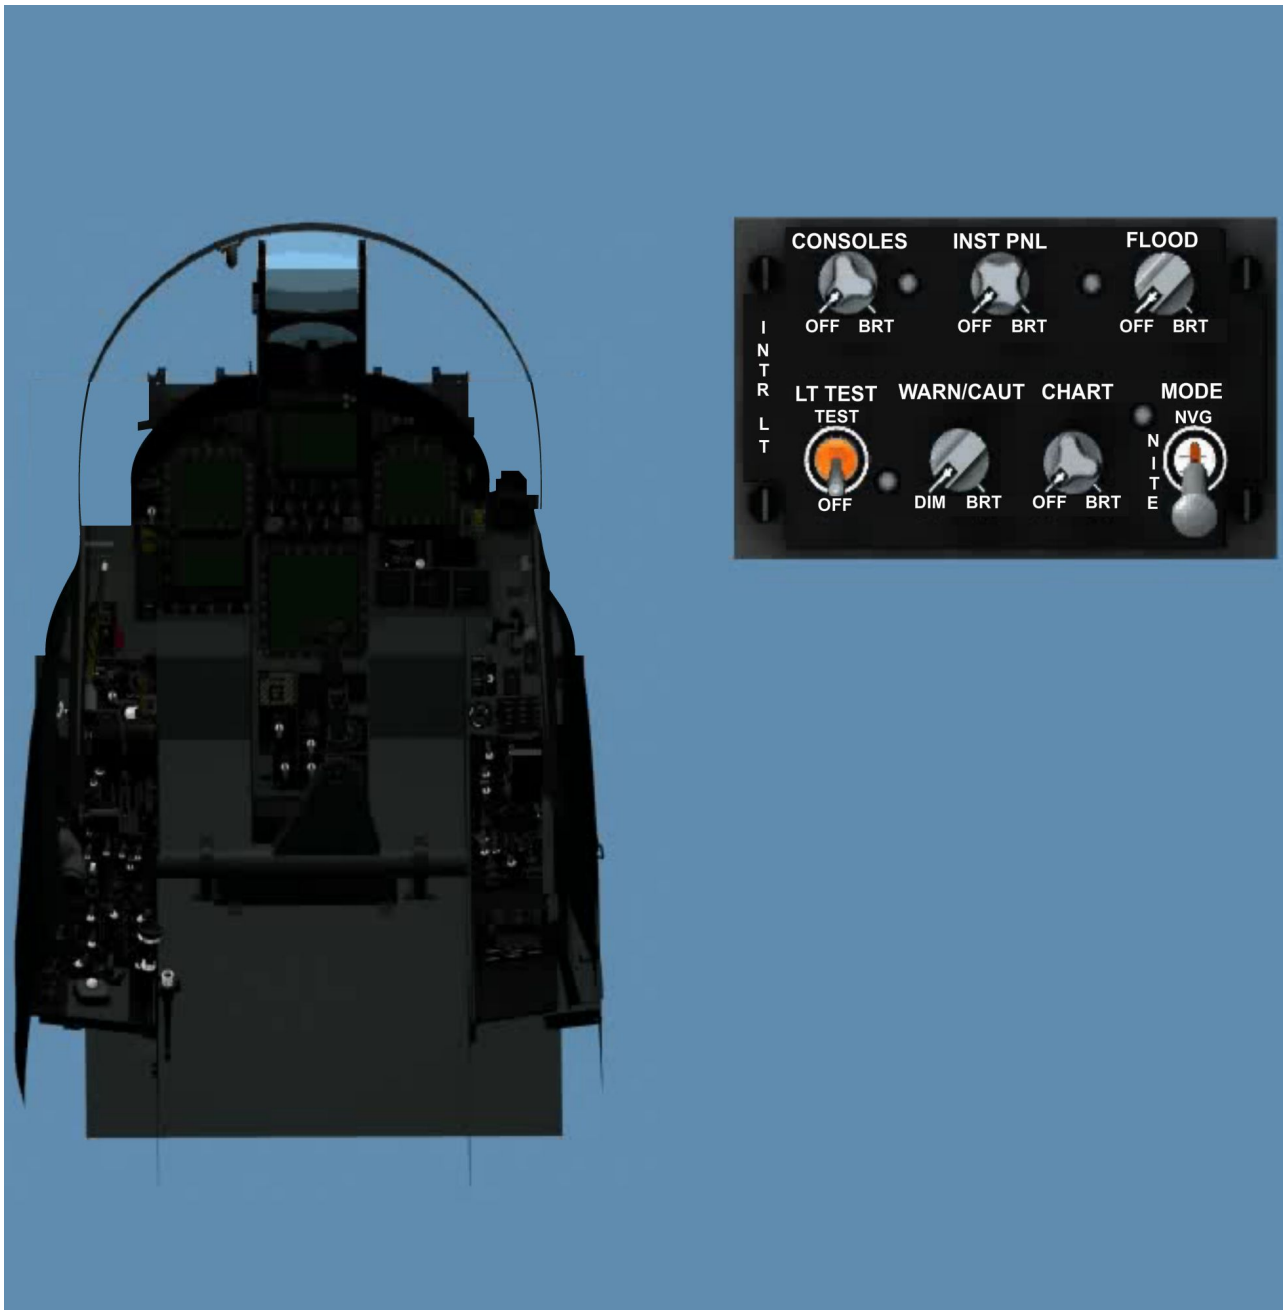

Figure 4-9 — Interior lighting.
A typical aircraft instrument lighting system is shown in *Figure 4-9*. The lighting equipment consists of edge-lighted control panels, individual lights for instruments, and red floodlights for overall lighting. The edge-lighted panels provide diffused lighting for the control and indicator panels.
The crew station interior lighting system provides primary and secondary lighting for the instruments, instrument panels and consoles. Displays and indicators come on to show information in both day and night environment. Edge-lighted control and indicator panels *(Figure 4-9)* have a non-gloss, black background with white lettering for maximum contrast. The black edge face is mounted so light is diffused through the plastic panel lettering and knob openings. The same light is also infused into the knobs to show position in night time environment. Bulb or edge panel replacement is relatively simple.
The MODE switch, located on the INTR LT panel, is used to select one of three crew station lighting modes; allowing the pilot to optimize interior lighting for ambient light conditions *(Figure 4-9, frame 1)*.
- NVG –Selecting the Night Vision Goggle NVG position reduces the brightness range for the warning, caution, and advisory lights, the Up Front Control Display (UFCD), Multi-Purpose Color Displays (MPCD), and Electronic Fuel Display (EFD). This disables the integral console lights and the white floodlights and enables six NVG compatible floodlights to illuminate the consoles *(Figure 4-9, frames 11, 12, 13, 14, 15 and 16).*
- NITE –Selecting the NITE position reduces the brightness range for the warning, caution, and advisory lights, the UFCD, MPCD, and EFD *(Figure 4-9, frame 2)*.
The INST PNL lighting knob (*Figure 4-9, frames 3 and 4),* located on the INTR LT panel, is used to control the brightness of the integral lighting varying 0-5 VAC to the Cockpit Electric Light Control for the main instrument panel and the standby magnetic compass. Clockwise rotation of the knob increases main instrument panel lighting intensity from the OFF to BRT positions. The strobe function of the SHOOT light is disabled when the instrument lights are on.
The FLOOD knob *(Figure 4-9, frames 5 and 6),* located on the INTR LT panel, is used to control the brightness of the white cockpit floodlights. Eight floodlights are provided for secondary lighting; three above each console and one on either side of the main instrument panel. Clockwise rotation of the knob increases floodlight intensity from the OFF to BRT positions. The FLOOD knob and all white floodlights are disabled in the NVG mode. There is no brightness control for the six NVG floodlights.
The CONSOLES lighting knob *(Figure 4-9, frames 7 and 8),* located on the INTR LT panel, is used to control the brightness of the integral lighting varying 0-5 VAC to the Cockpit Electric Light Control for the left and right consoles, the hydraulic pressure gauge, and both circuit breaker panels. Clockwise rotation of the knob increases console lighting intensity from the OFF to BRT positions. The CONSOLES knob and integral console lighting are disabled in the NVG mode.
The CHART light knob *(Figure 4-9, frames 9 and 10)*, located on the INTR LT panel, is used to control the brightness of the NVG compatible chart light. The chart light is located on the canopy bow at the 11:00 o'clock position and rotates on two axes. Clockwise rotation of the knob increases chart light intensity from the OFF to BRT positions.